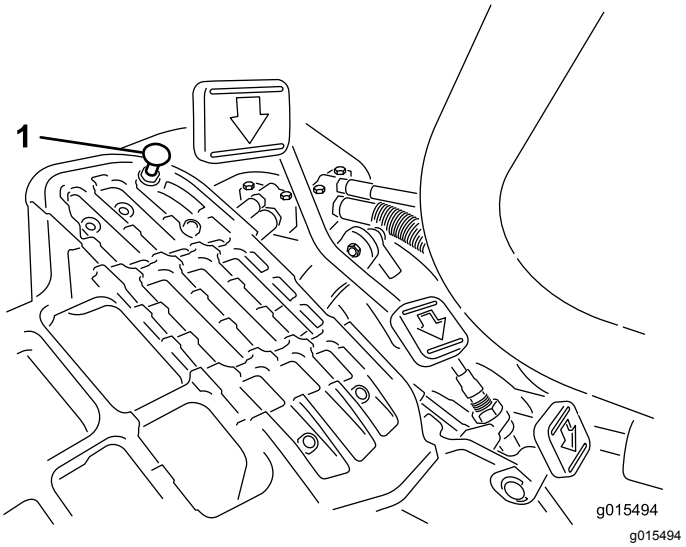

**Figur 34**
Du kommer upp i maximal transporthastighet genom att flytta funktionsreglaget till TRANSPORTLÄGET och trycka ned gaspedalen. Om pedalen får kontakt med stoppet (Figur 34) innan du känner någon spänning i kabeln genomför du följande justeringsprocedur:
1. Flytta funktionsreglaget till TRANSPORTLÄGET och lossa på låsmuttern som fäster pedalstoppet vid golvplattan (Figur 34).